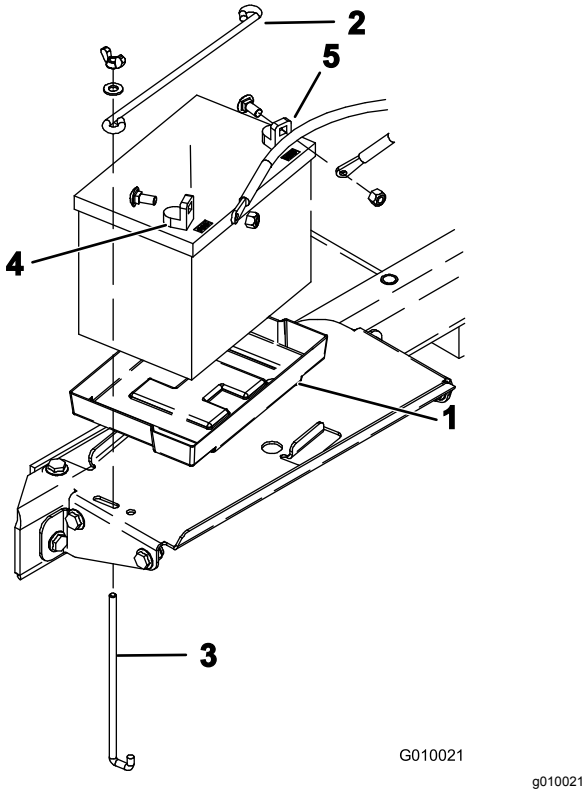

**Figur 6**
8. Sätt in batteriet i brickan i batterifacket (Figur 6). Placera batteriet med polerna vända utåt.
9. Fäst batteriet i fackets nederdel med en batteristång, två låsstänger, två planbrickor och två vingmuttrar (Figur 6).
10. Fäst pluskabeln (röd) till batteriets pluspol (+) med en vagnsbult och mutter (Figur 6), och därefter minuskabeln (svart) till batteriets minuspol (–) med en vagnsbult och mutter (Figur 6). Trä gummiskon över plusanslutningen för att förhindra eventuell kortslutning.